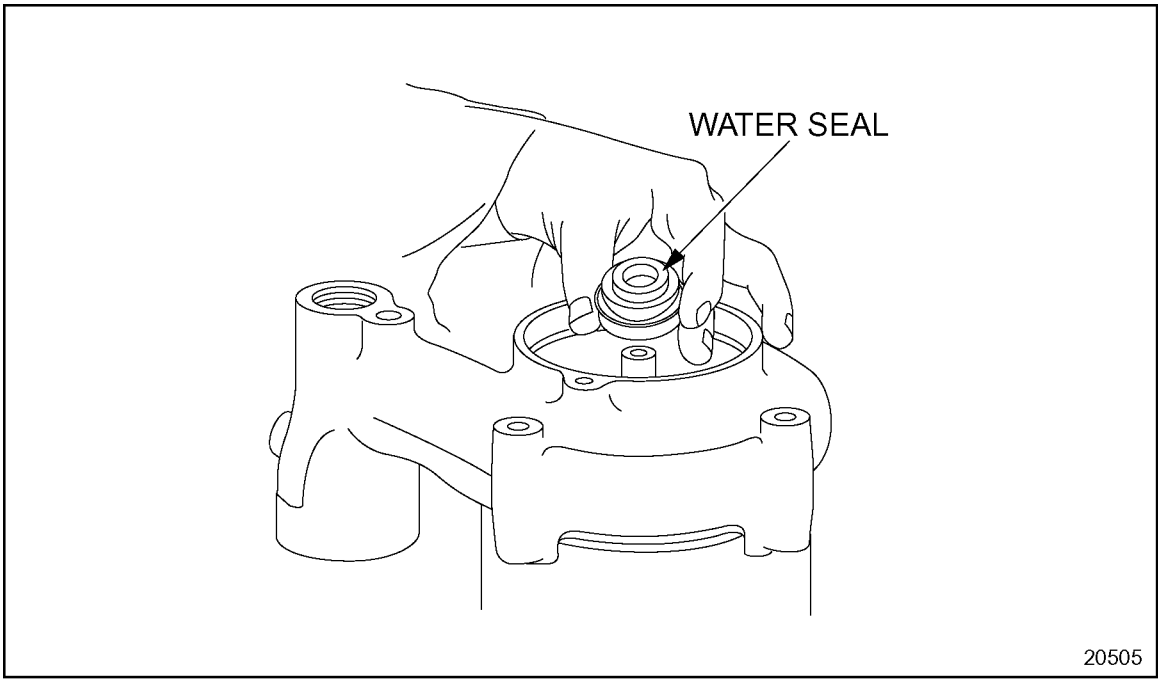

Figure 4-56 Water Seal Insertion (FM)
16. Install a new water seal over the drive shaft and seat it in the water pump housing. See Figure 4-56.